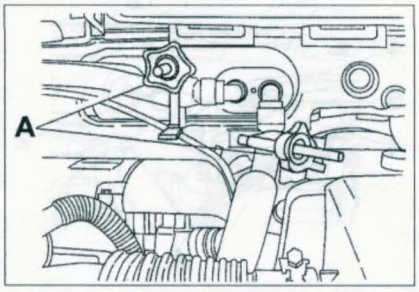

FIGURE 10-11
• Contre le tablier, mettre en place des pince-durits en «A» sur les durits du radiateur de chauffage **(figure 10-11)**. Sinon, procéder à la vidange du circuit de refroidissement.